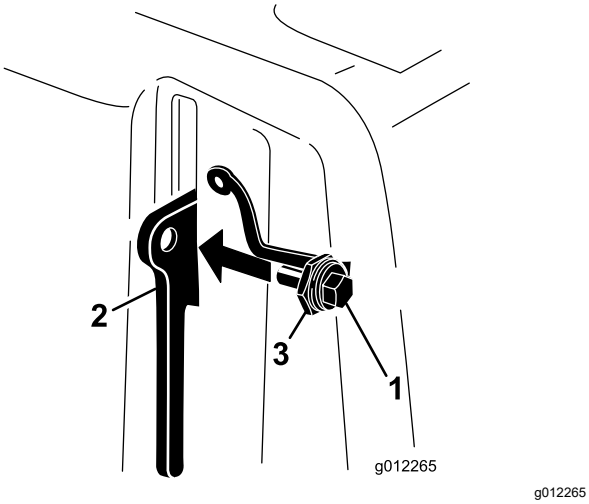

Figur 8
3. Skru bolten ind i låsegrebet (Figur 8).